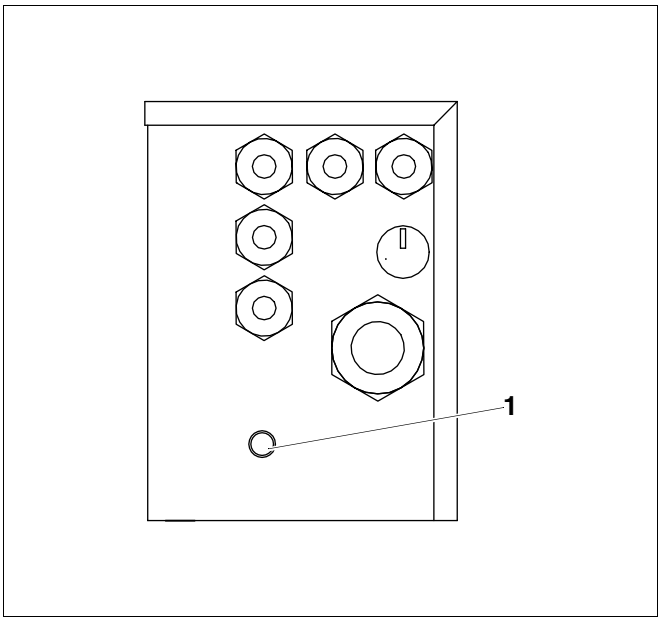

Abb. 14 Rückstellknopf Sicherheitstemperaturbegrenzer
– Nach Ansprechen des Sicherheitstemperaturbegrenzers muss der Knopf (Abb. 14, **Pos. 1**) manuell wieder eingedrückt werden.